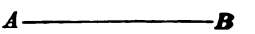

FIG. 1.
18. A **straight line** is one that does not change its direction throughout its whole length. To distinguish one straight line from another, two of its points are designated by letters. The line shown in Fig. 1 would be called the line *A B*.